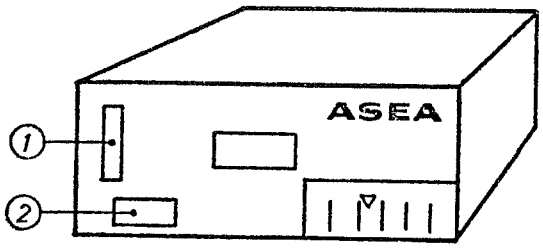

Fig. 3-1
In the left-hand part of every relay there is a bakelite plate (1) in Fig. 3-1 which moves from right to left in the event of an overload tripping. The relay can be reset by pushing in the white arm (2) shown in the Fig.